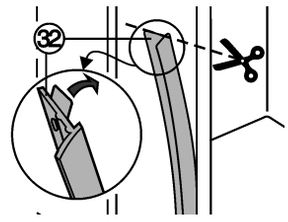

Fig. 25
- ▶ Haal de beschermfolie van het afdekprofiel *Fig. 25 (32)*.
- ▶ Kleef het afdekprofiel *Fig. 25 (32)* op het apparaat, aan de handgreepzijde en vlak met het front.